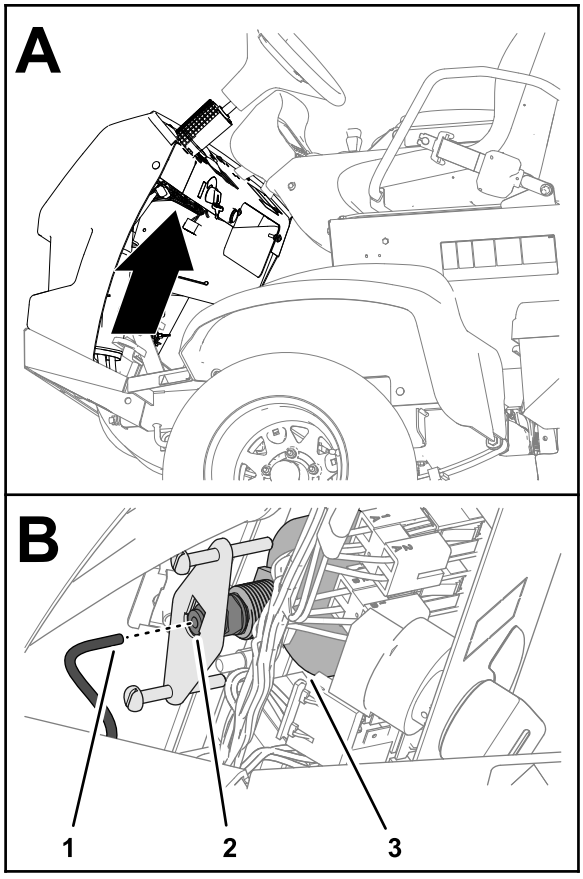

Figur 124
5. Ta bort slangen från tryckmätarens baksida och placera slangens ände i en behållare (Figur 124).